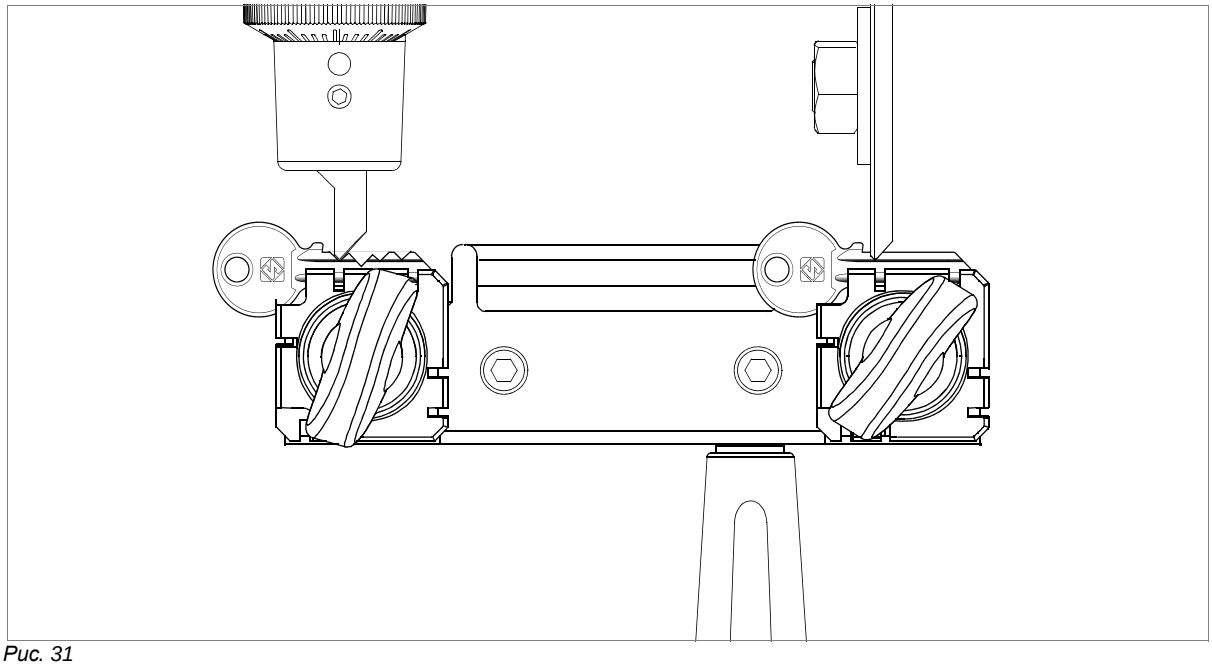

Рис. 31
3) Передвиньте каретку по направлению к копиру/фрезе (рис. 31).
5) Перед извлечением дубликата ключа выключите станок выключателем (U).
7) Включите станок выключателем (U) и обработайте кромки ключей щеткой (P).